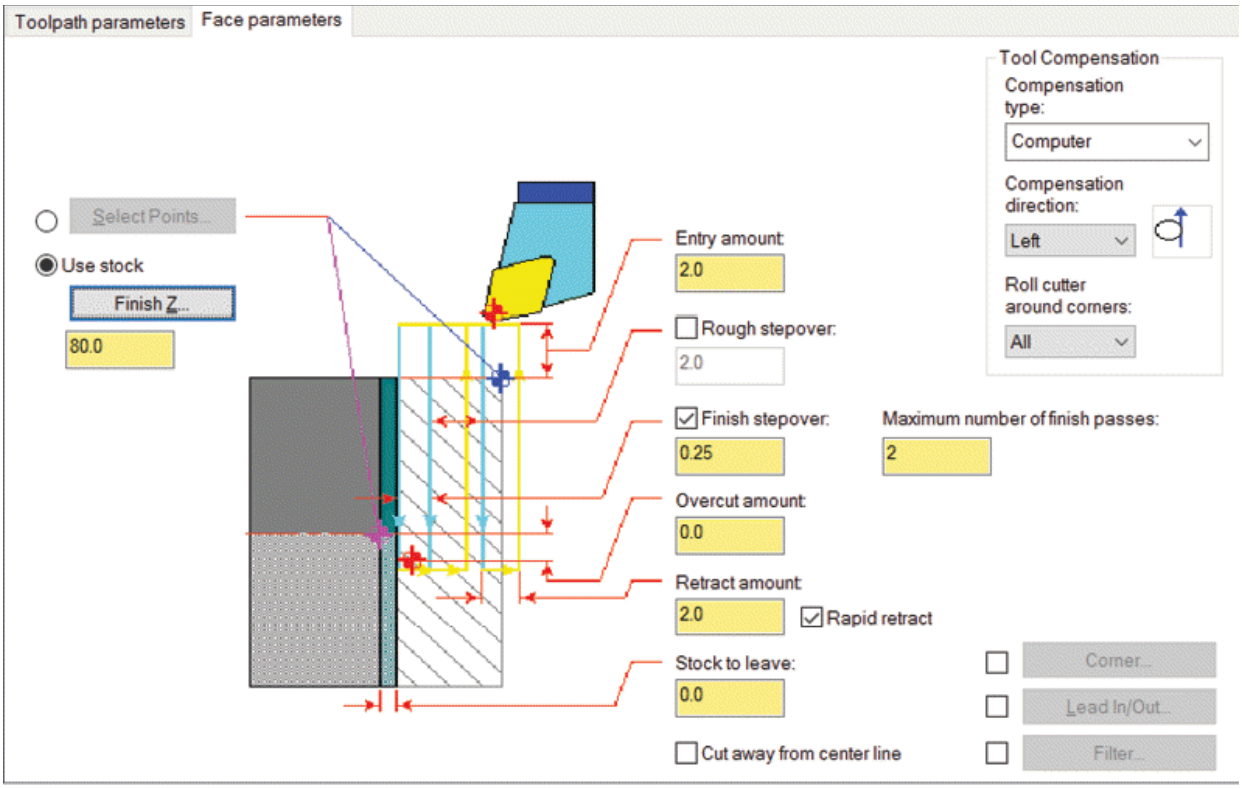

Figure-118. Parameters for facing
- Specify the other parameters as shown in Figure-118 and click on the **OK** button to generate toolpath.